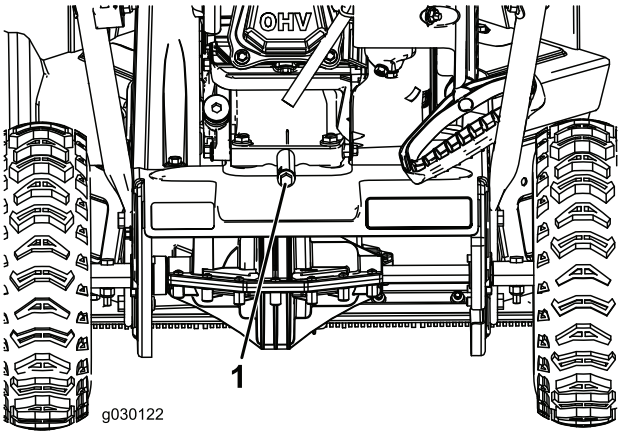

Figur 20
2. Plasser et oljetappefat under oljetappepluggen, fjern oljetappepluggen, vipp snøfreseren bakover og tapp den brukte oljen i oljetappefatet (Figur 20).